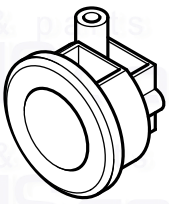

Fig. 26
4. Slacken the cable clamp on the LH side of the boiler chassis (Fig. 26). Insert the cable through the clamp and route it to the terminal block.